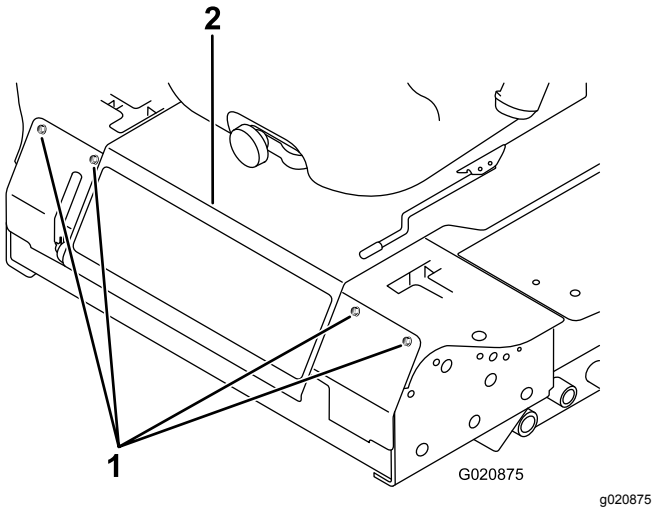

**Rysunek 46**
2. Usuń śruby mocujące panel przedni i zdejmij go (Rysunek 46).